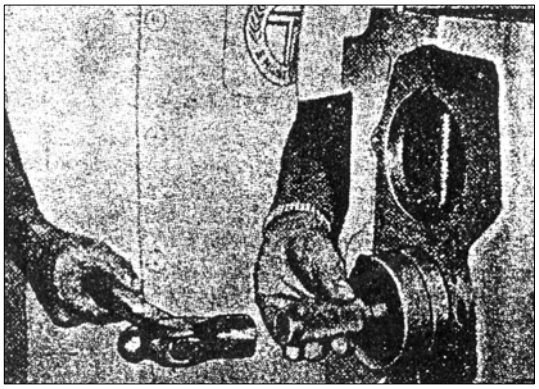

РИС. 233
3) Установите наружное кольцо заднего конического подшипника промежуточного вала в заднюю часть картера КПП передач спец. инструментом 2505 5890 9902 (см. рис. 233). Следите, чтобы внутренние кольца промежуточного вала точно стали на посадочные места в наружных кольцах, то есть ролики должны быть на рабочих поверхностях наружных колец. В этом положении промежуточный вал должен вращаться легко и без осевого зазора.